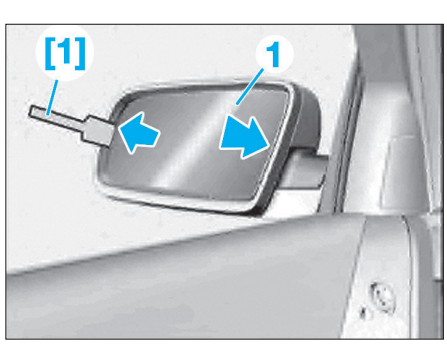

Fig. 100
- [1]. Spatule en plastique **(Fig.100)**.
• Pousser la glace de rétroviseur (1) vers l'intérieur puis intercaler l'outil [1] entre la glace et coque de rétroviseur **(Fig.100)**.